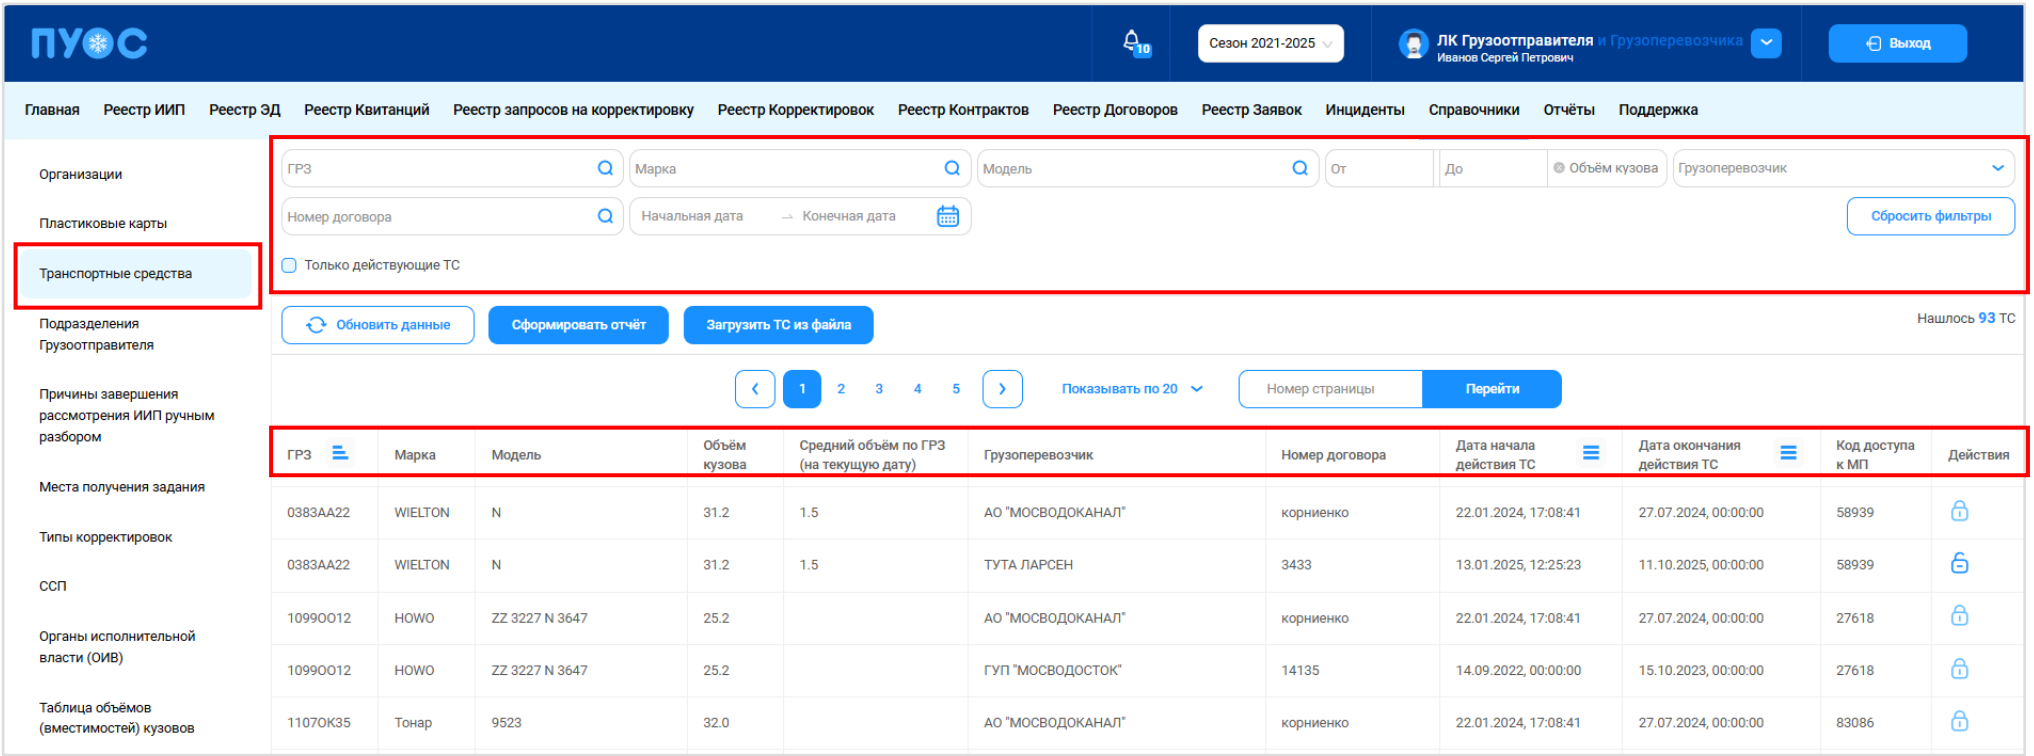
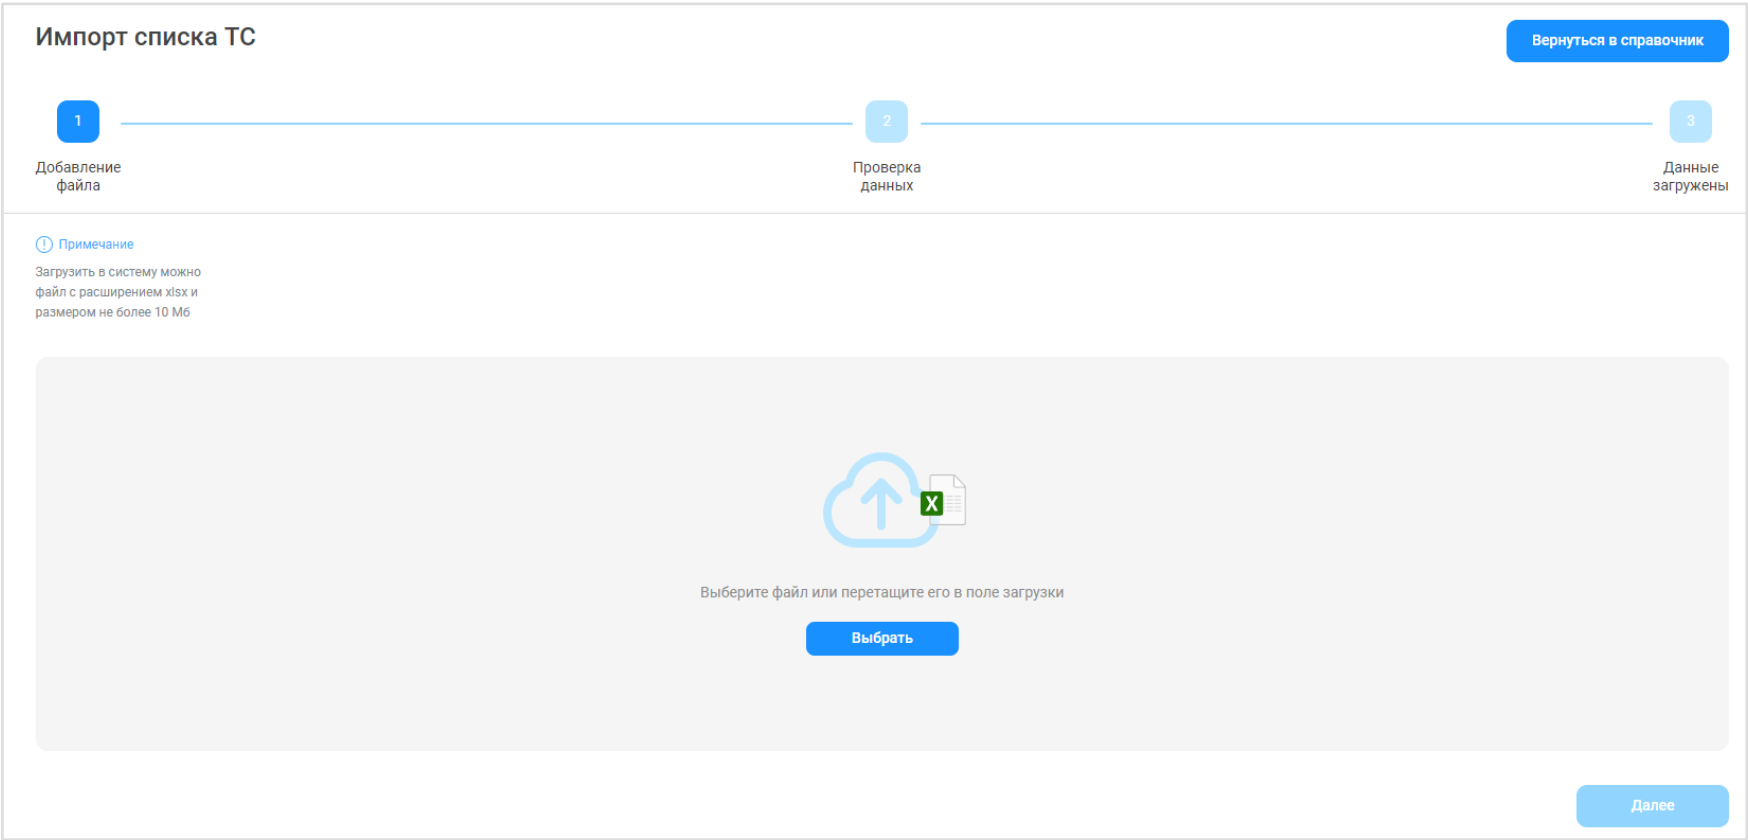
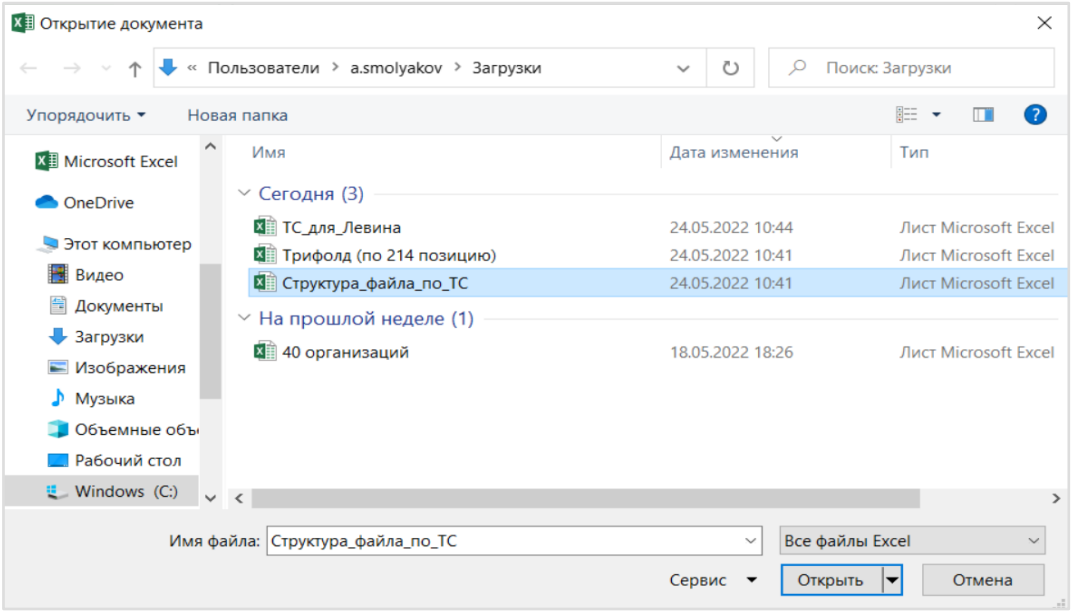

Рисунок 38 - Справочник «Транспортные средства»
Рисунок 42 - Форма выбора и загрузки файла
Рисунок 44 – Окно выбора файла загрузки на ПК
Справочник «Транспортные средства» (Рисунок 38 - Справочник «Транспортные средства») предназначен для хранения информации о ТС: ГРЗ, Марке, Модели и Объёме кузова; о сроках действия ТС в рамках Договора на вывоз снега; о кодах доступа к МП «Снег». Дополнительно, в справочнике реализована функция блокировки ТС по Договору на вывоз снега (в столбце «Действия», по кнопке).
В справочнике «Транспортные средства» доступна для просмотра следующая информация по ТС (Рисунок 38 - Справочник «Транспортные средства»):
В справочнике «Транспортные средства» доступна фильтрация по следующим полям (Рисунок 38 - Справочник «Транспортные средства»):
Для быстрого добавления списка новых ТС в Договоры на вывоз снега реализована функция загрузки ТС из файла в формате xlsx в справочнике «Транспортные средства» по кнопке «Загрузить ТС из файла» (Рисунок 38 - Справочник «Транспортные средства»). После нажатия на кнопку "Загрузить ТС из файла" открывается форма выбора и загрузки файла (Рисунок 42 - Форма выбора и загрузки файла).
Для выбора файла загрузки необходимо на форме «Импорт списка ТС» (Рисунок 42 - Форма выбора и загрузки файла) нажать кнопку «Выбрать». Далее, в диалоговом окне (Рисунок 44 – Окно выбора файла загрузки на ПК) выбрать файл загрузки на ПК. К выбору на ПК будут доступны только файлы в формате xlsx.
- **Загружено в БД:** общее количество загруженных ТС в базу данных, в справочник «Транспортные средства» (Рисунок 38 - Справочник «Транспортные средства»)
При нажатии кнопки «Вернуться в справочник» откроется форма справочника «Транспортные средства» (Рисунок 38 - Справочник «Транспортные средства»).